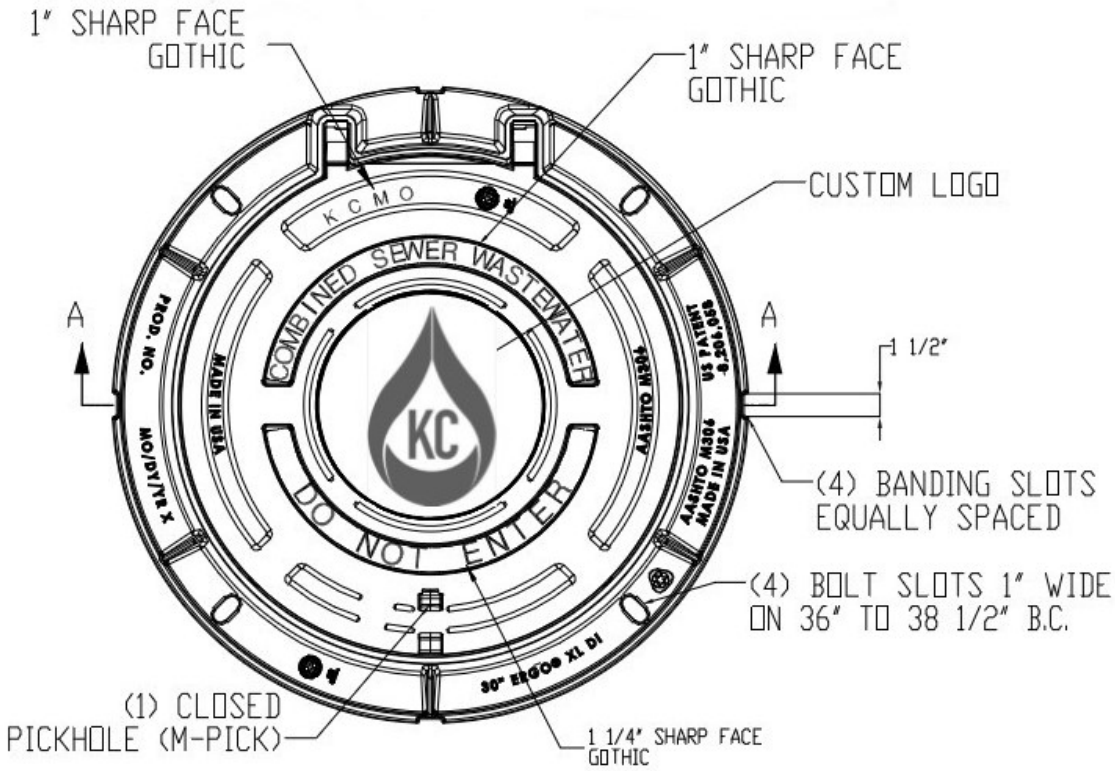
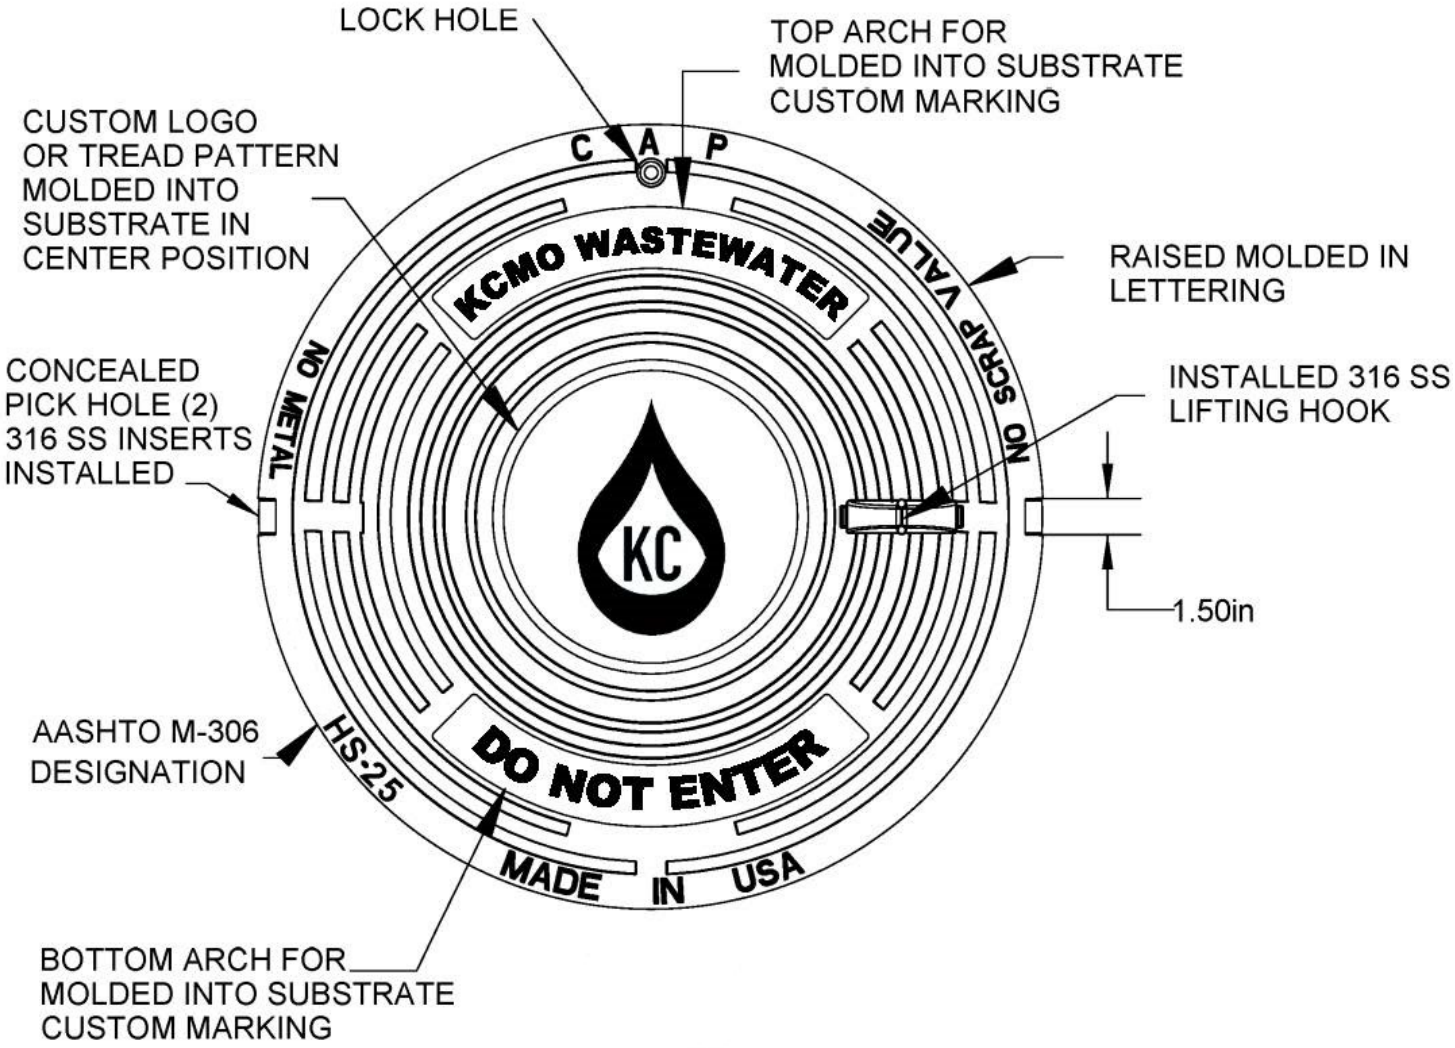

Figure 2: Optional Sanitary Sewer Manhole Markings
Figure 3: Standard Sanitary Sewer Manhole Markings
B. Markings – See Figure 1, Figure 2 and Figure 3 for approved markings at the end of this section.